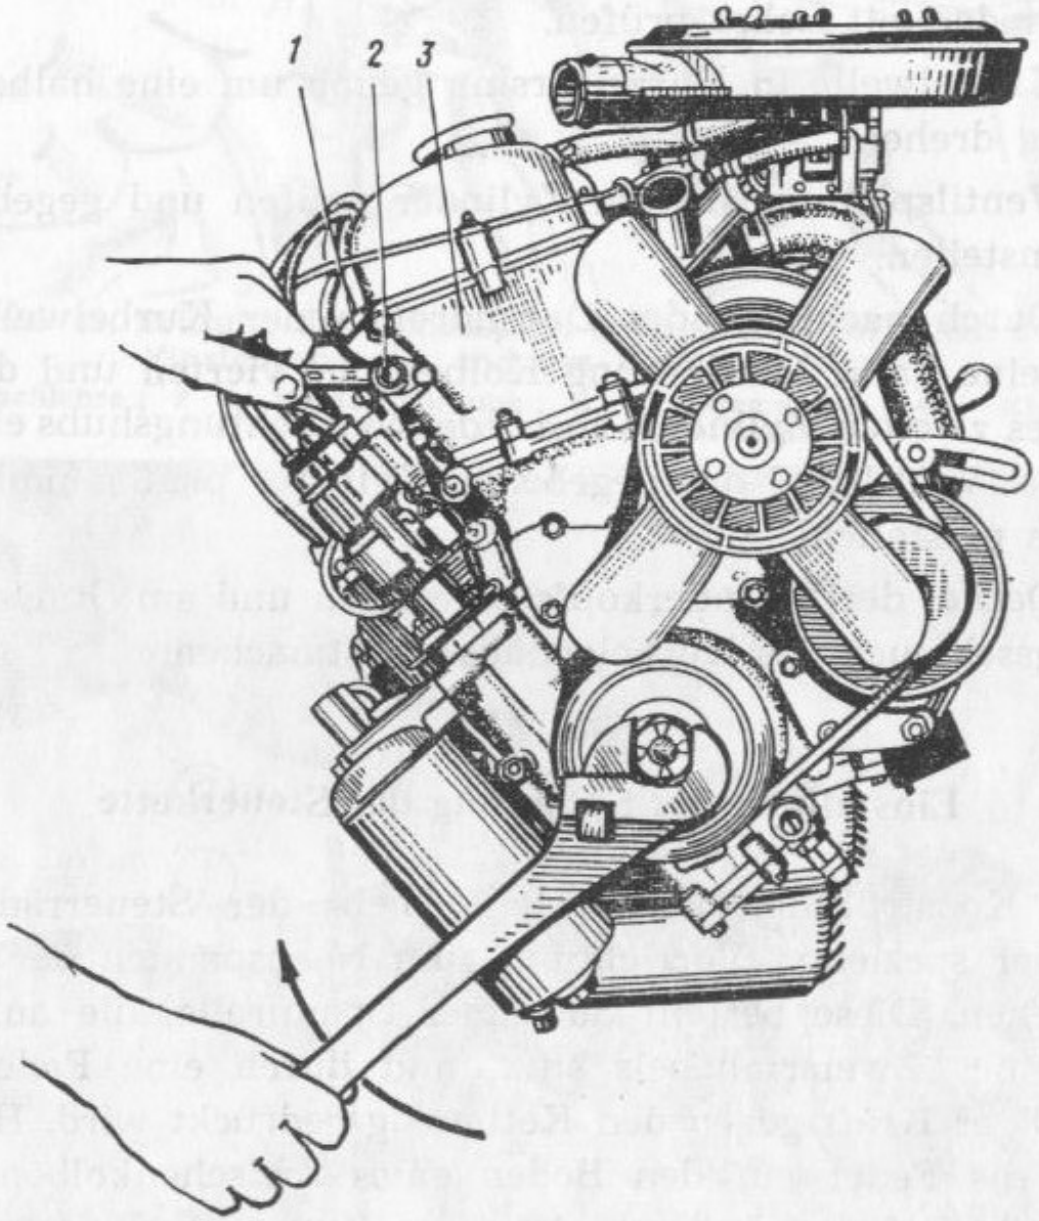

Bild 64. Einstellung der Spannung der Steuerräderkette:
seiner Führung am Deckel *3* (Bild 64) mit Hilfe der Sicherungsschraube *2* verriegelt. Auf diese Art befindet sich die Feder, deren ein Ende an Boden des Kolbens und das andere an Verschlußschraube *1* abgestützt ist, stets in gespanntem Zustand.
3. Kurbelwelle des Motors zügig und rucklos in Uhrzeigersinn um 3—4 Umdrehungen drehen (nur Andrehkurbel oder Schraubenschlüssel an Anwerfklaue der Kurbelwelle benutzen, s. Bild 64). Die Kurbelwelle mit dem Anlasser oder von Hand gegen Uhrzeigersinn (anwerfklauenseitig betrachtet) bei lockerer Arretierschraube durchzudrehen, ist unzulässig.